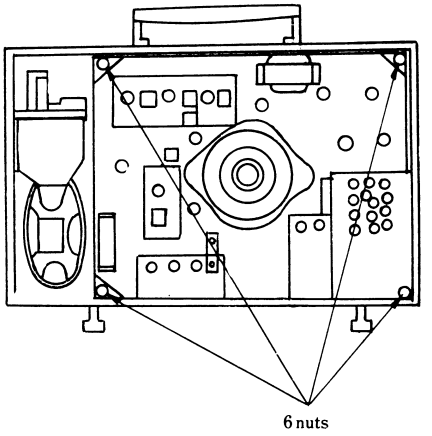

Fig. 2
(5) Remove the 4 nuts holding the chassis. (Refer to Fig. 2)